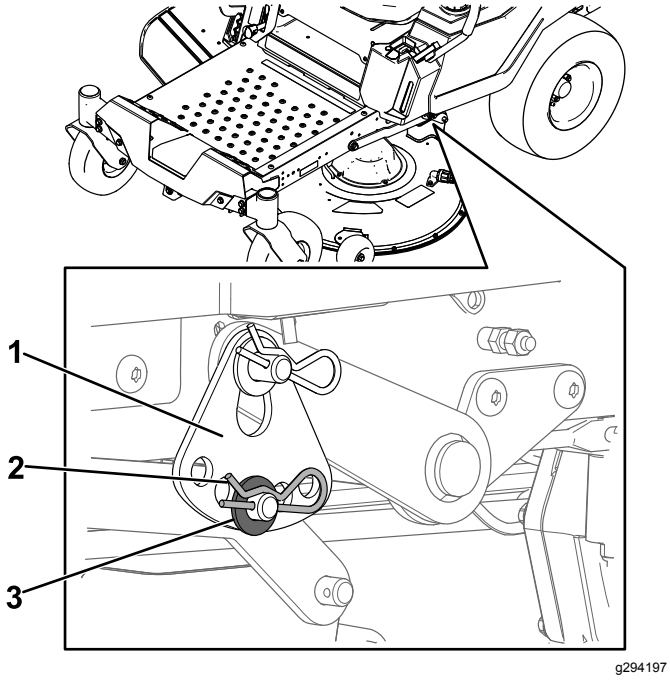

Figur 66
6. Fjern hårnålssplinten og skiven fra den lavere løftearmbolten (Figur 66).